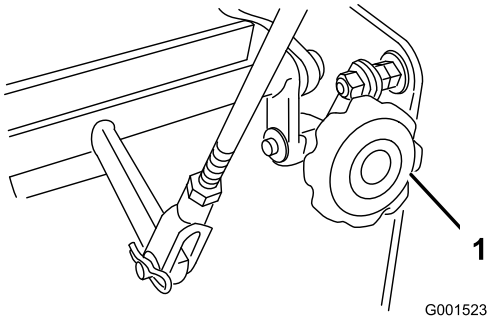

Figura 38
4. Se a unidade seguir para um lado ou para o outro, rode o botão do rasto rápido. Rode o botão para a direita para virar para a direita e rode o botão para a esquerda para virar para a esquerda (Figura 38).